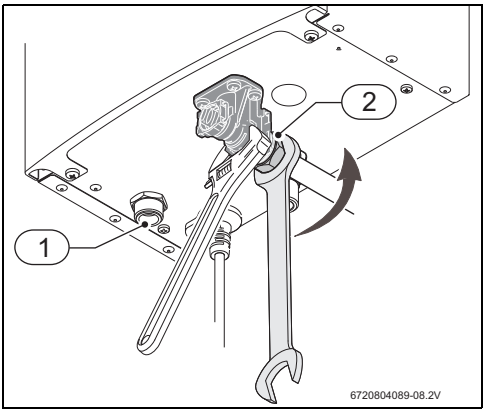

Рис. 15 Подключение воды
- При подключении холодной воды закрепите водопроводную арматуру, как показано на рис. 15.
- Выполняйте подключение холодной (рис. 15, [2]) и горячей (рис. 15, [1]) воды с применением рекомендуемых принадлежностей для подключения.